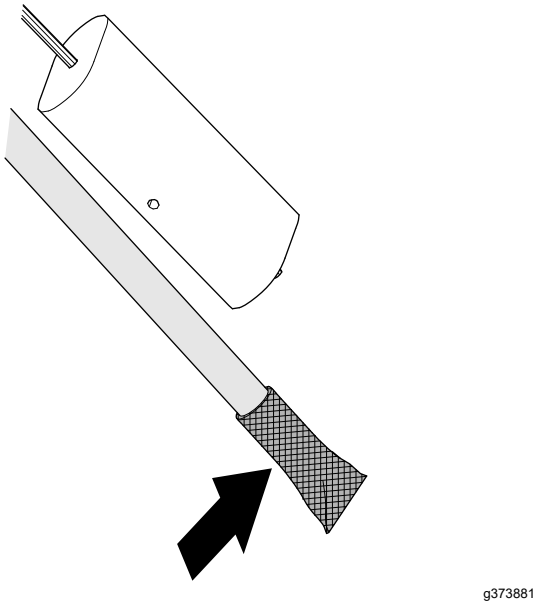

Figuur 95
1. Reinig het scherm aan het uiteinde van de brandstofaanzuigbuis (Figuur 95).